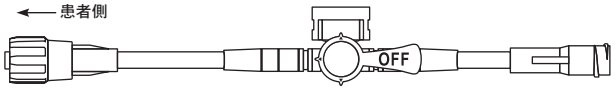

図21 サンプリングポジション
＊ (2)活栓付きプラネクタの場合は、ハンドルをサンプリングポジションにします（図21）。